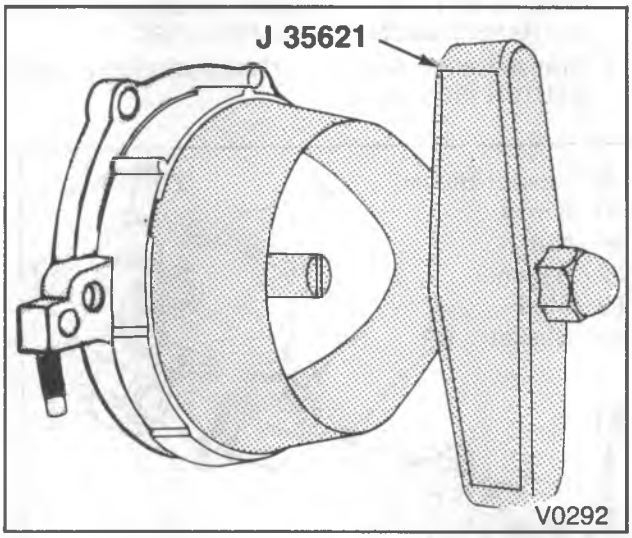

Figure 20—Installing the Rear Crankshaft Oil Seal
1. Rear crankshaft oil seal (figure 20)